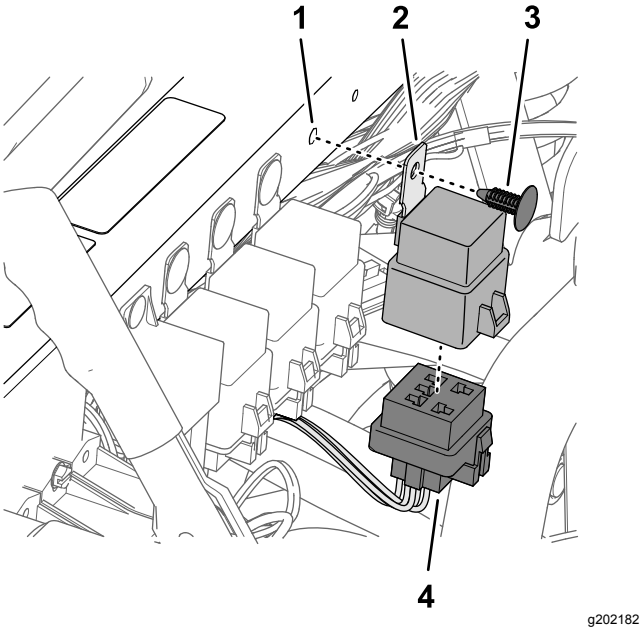

Rysunek 189
1. Podłącz złącze 5-stykowe przekaźnika do 5-stykowego złącza gniazdowego (Rysunek 189) wiązki przewodów z zestawu oznaczonego PRZEKAŹNIK WŁĄCZAJĄCY ASC 10.
2. Ustaw otwór w wypustce montażowej przekaźnika równo z otworem w rurze wspornika amortyzatora i zamocuj przekaźnik do rury za pomocą łącznika wciskanego (Rysunek 189).